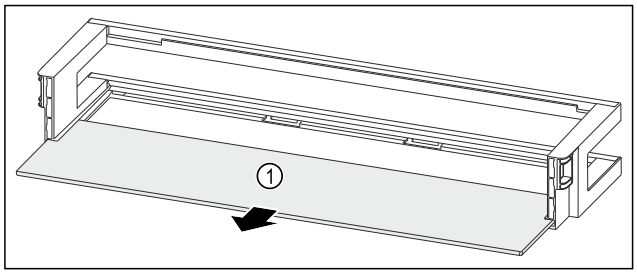

Fig. 191 Raft montat pe ușă cu raft
▶ Extrageți raftul *Fig. 191 (1)*.